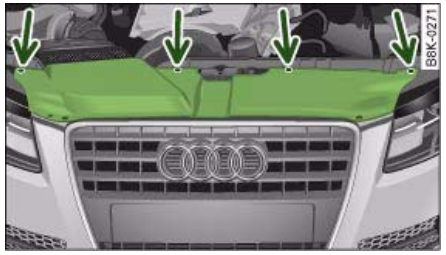

Fig. 288 Trim panel: Attachment points are marked by arrows
– Remove the screws ⇒ *page 306,* fig. 288 that secure the trim panel to the lock carrier and detach the trim panel.